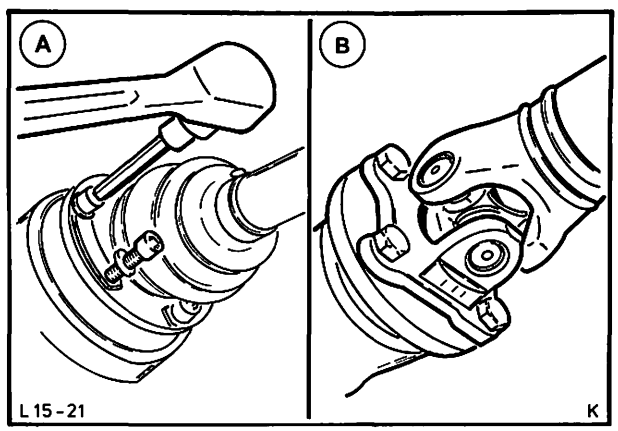

Abb. 41 A = Hinterachswellen mit Antriebsflanschen verschrauben
12. Hinterachswellen mit Antriebsflanschen verschrauben. Gelenkwelle an Flansch – Hinterachsverlängerung montieren. Abb. 41. Alle Schrauben mit vorgeschriebenem Drehmoment festziehen.